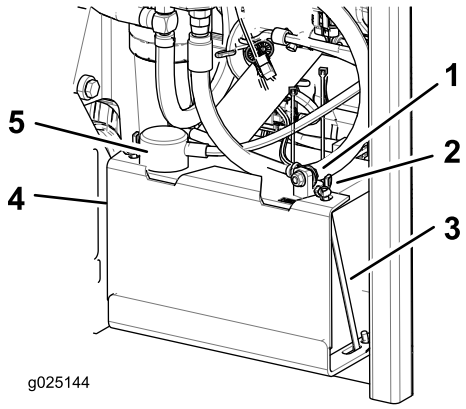

Bild 46
3. Klemmen Sie zunächst das Minuskabel (schwarz) vom Minuspol (schwarz) der Batterie ab (Bild 46).
4. Schieben Sie die rote Polkappe vom Pluspol (rot) der Batterie ab und klemmen Sie das Pluskabel (rot) ab (Bild 46).
5. Nehmen Sie die Flügelmutter ab, mit denen die J-Haken befestigt sind (Bild 46).
6. Nehmen Sie die Klemme ab (Bild 46).
1. Legen Sie die Batterie in den Ständer, sodass die Klemmen auf der anderen Seite des Hydraulikbehälters sind (Bild 46).
4. Befestigen Sie die Kabel mit zwei Schrauben, 2 Scheiben und 2 Sicherungsmuttern (Bild 46).
6. Setzen Sie die Klemme auf und befestigen sie mit den Flügelmuttern und J-Haken (Bild 46).